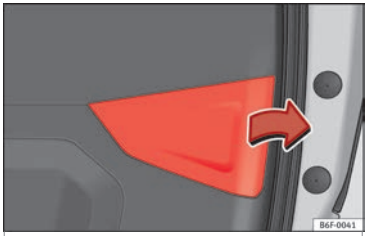

Fig. 118 Rear lid open: remove the lid.
3. Remove the rear lid cover in the direction indicated ››› **Fig. 118**.